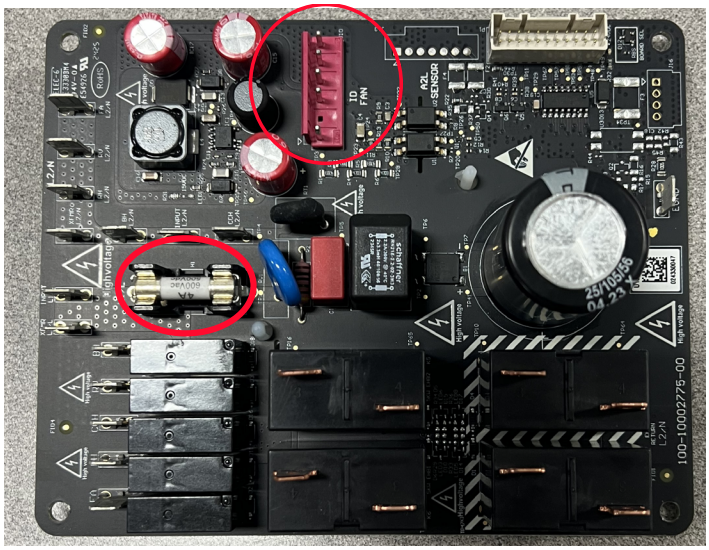

Figure 426 (Relay PCB)
3. Remove power from the unit and check the Relay PCB fuse. See figure 426.
1. Remove power from the unit and check the Relay PCB fuse. See figure 426.